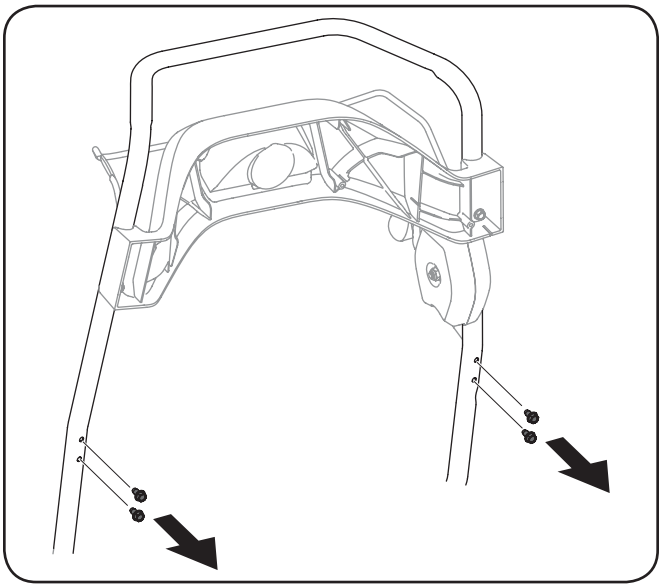

Figure 3-6
1. Enlevez les quatre vis à rondelle hex. qui se trouvent sur l'arrière du guidon (deux de chaque côté). Voir la Fig. 3-6.